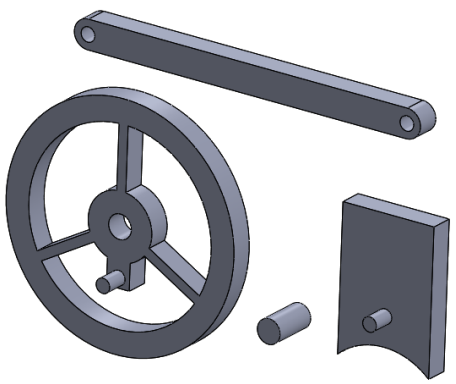

Figure 2-45 *Blocks after being converted into parts*
25. Click on the confirmation corner to exit from the Part environment. Figure 2-45 shows the blocks after they have been converted into parts.